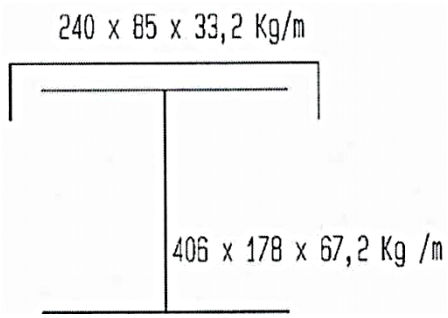

FIGURE 1
2.1 A compound beam is made up by welding a rolled steel channel section 240 × 85 × 33,2 kg/m to a rolled steel I–beam (parallel flange) 406 × 178 × 62,7 kg/m as shown in FIGURE 1.